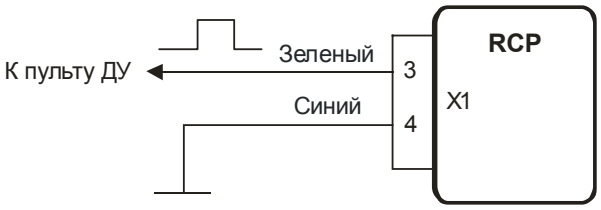
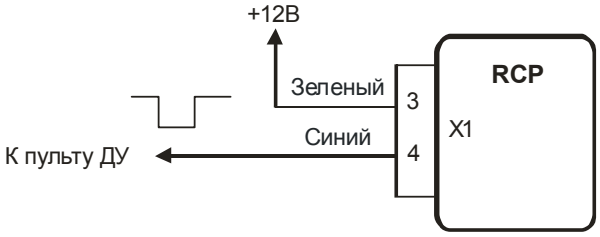

Рисунок 2
Рисунок 3
- Схемы включения отопителя от пульта ДУ приведены на рис.2 (импульсом положительной полярности) и рис.3 (импульсом отрицательной полярности)